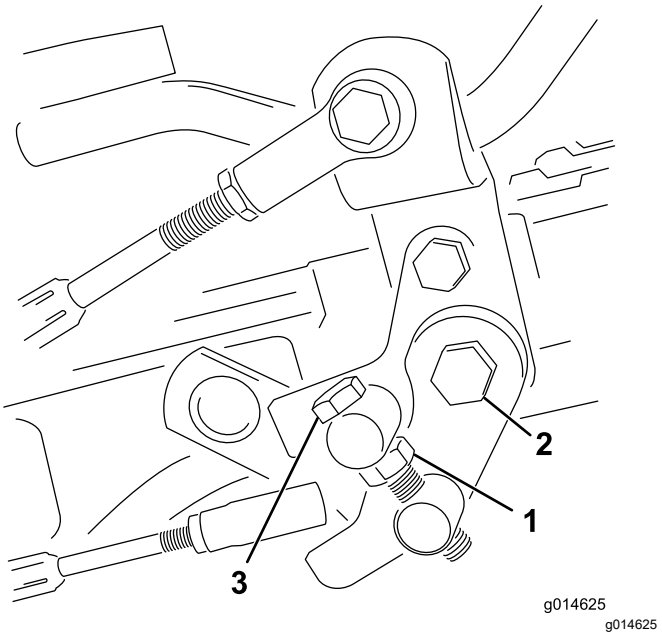

Figur 40
1. Lossa kontramuttern på justeringsbulten (Figur 40).
4. Dra åt kontramuttern på justeringsbulten och muttern på pedaltappen för att låsa justeringen (Figur 40). Kontrollera justeringen och ändra vid behov.